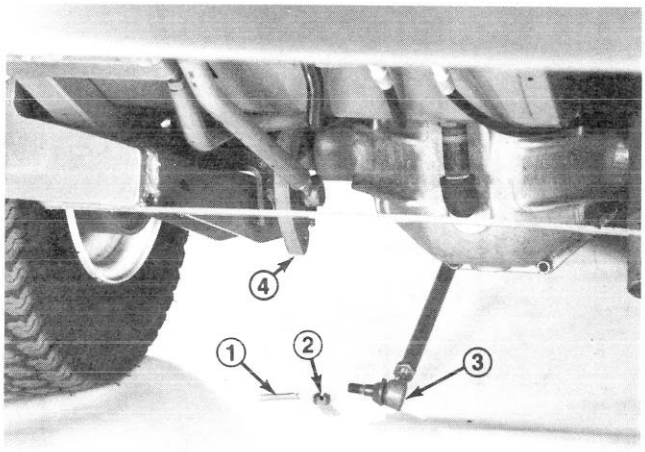

Figure 9
1. Remove cotter pin and nut attaching the steering tube socket assembly to the gear box pivot arm. Separate the pivot arm and steering tube, lowering the steering tube (Fig. 9).